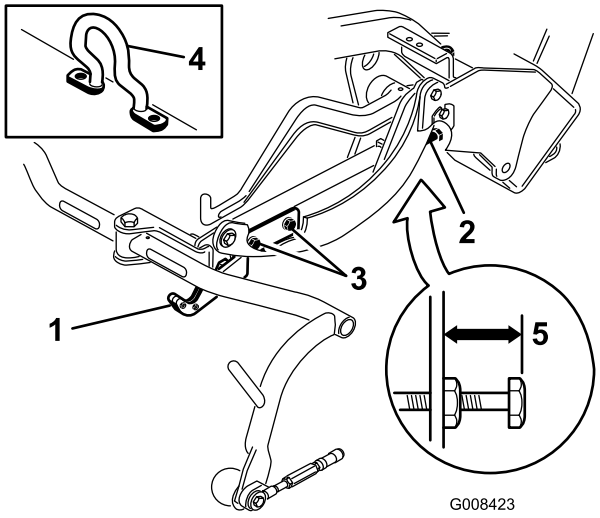
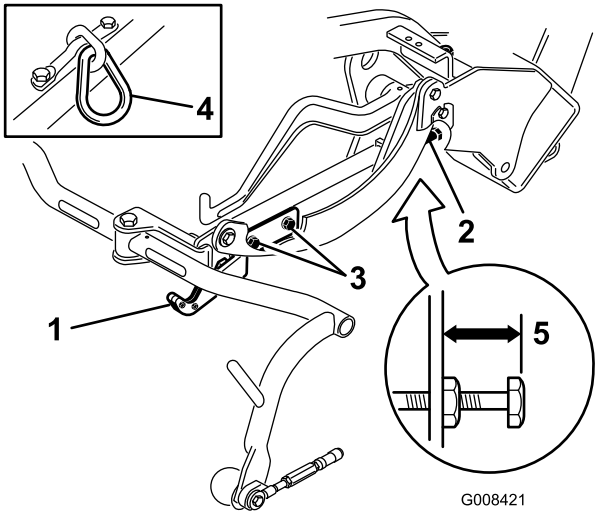
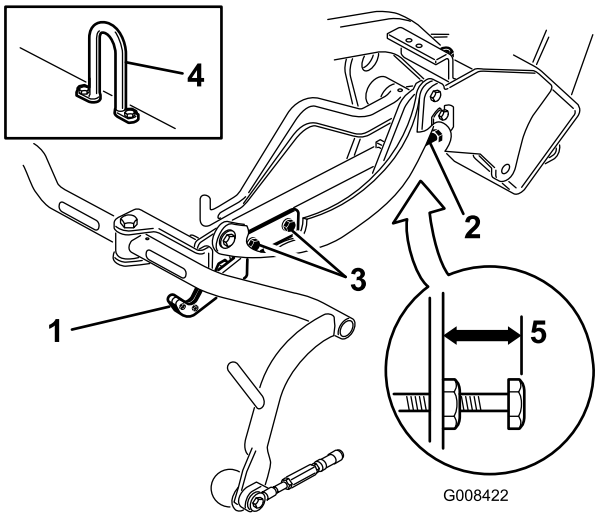

Figuur 12
Figuur 13
Figuur 14
Controleer de transporthoogte (Figuur 13 en Figuur 14) en pas deze indien nodig aan.
2. Controleer bij maaidekken die zijn uitgerust met een excentrieke hefhaak (Figuur 12, inzet) of de afstand vanaf de bovenzijde van de stelschroef op het draagframe tot de achterzijde van het draagframe 25 mm bedraagt. Als deze afstand niet 25 mm bedraagt, ga dan verder met stap 4.
3. Controleer bij maaidekken die zijn uitgerust met een kettingschakel of een rechte hefhaak (Figuur 13 en Figuur 14, inzet) of de afstand vanaf de bovenzijde van de stelschroef op het draagframe tot de achterzijde van het draagframe 22 mm bedraagt. Als deze afstand niet 22 mm bedraagt, ga dan verder met stap 4. Als het maaidek is uitgerust met een excentrieke hefhaak (Figuur 12), ga dan verder met de volgende stap.
4. Draai de montageschroeven van de transportplaat los (Figuur 13, Figuur 14 en Figuur 12).
7. Als de draagframes zich niet op dezelfde hoogte bevinden, draait u de contramoer van de stelschroef op het draagframe los (Figuur 12, Figuur 13 en Figuur 14). Draai de schroef naar buiten om het frame omhoog te brengen en naar binnen om het frame omlaag te brengen. Draai de contramoer vast als het frame de juiste hoogte heeft bereikt.